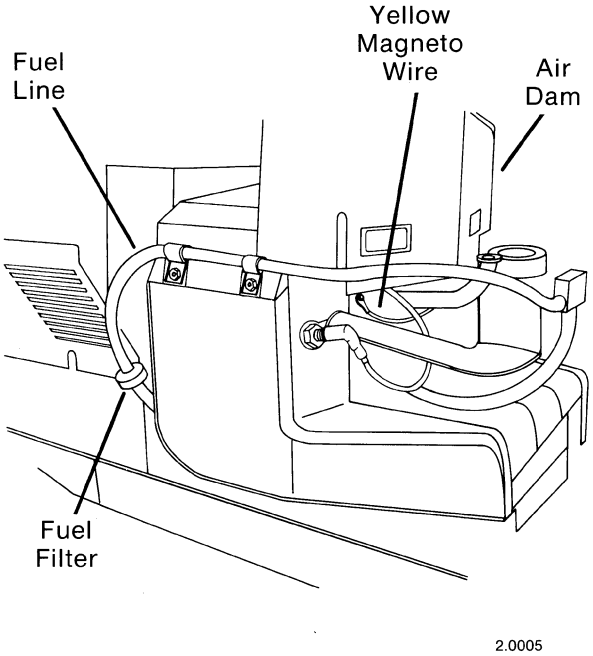

FIG. 8
d. Yellow magneto wire at right front corner of engine under air dam. (Fig. 8)
L. Disconnect fuel line at fuel filter. (Fig. 8) Cap line to prevent leakage. Remove fuel filter from fuel line and inspect or replace filter per engine manufacturer's specifications.